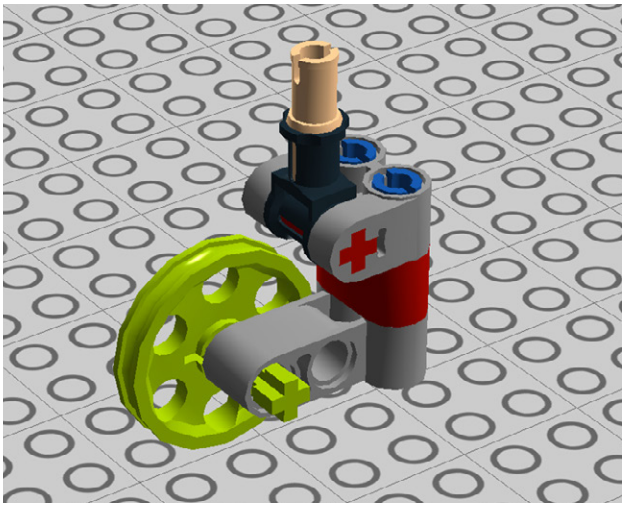

Figure 1-26. *Step 22: Attaching the wheel*
22. Add a 2M cross axle and a belt wheel (Figure 1-26).